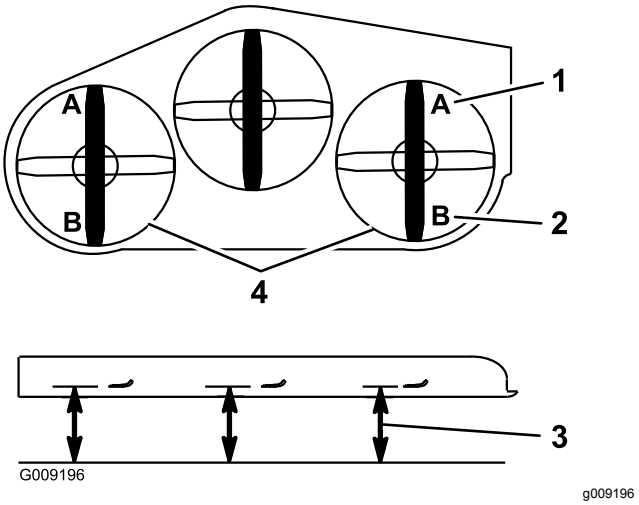

**Figur 77**
9. Mål fra den plane overflade til skæreknivens forreste spids (position A) på begge sider af skjoldet som vist i (Figur 77).
16. Mål fra den plane overflade til skæreknivens bageste spids på begge sider af skjoldet (position B) som vist i Figur 77.